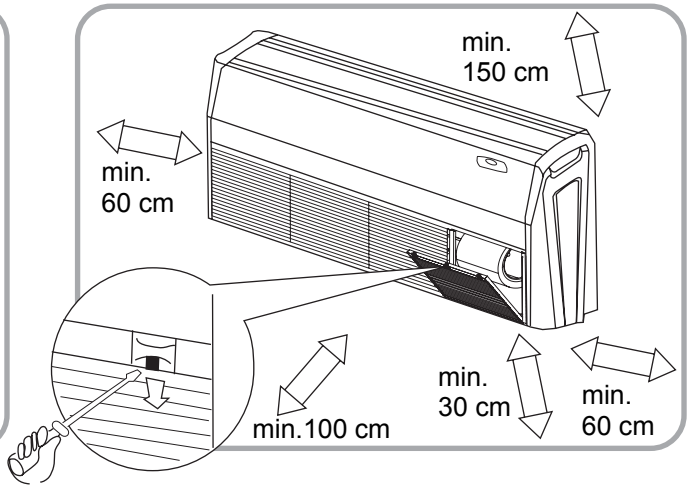

Abb. 23
- Rund um das Gerät muss sich ausreichende Lüftungszone befinden (siehe Abb. 23).